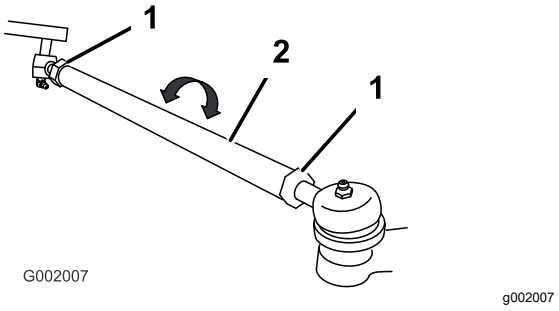

Figure 52
5. Si les mesures obtenues sont hors spécifications, desserrez les écrous de blocage aux deux extrémités des biellettes (Figure 52).